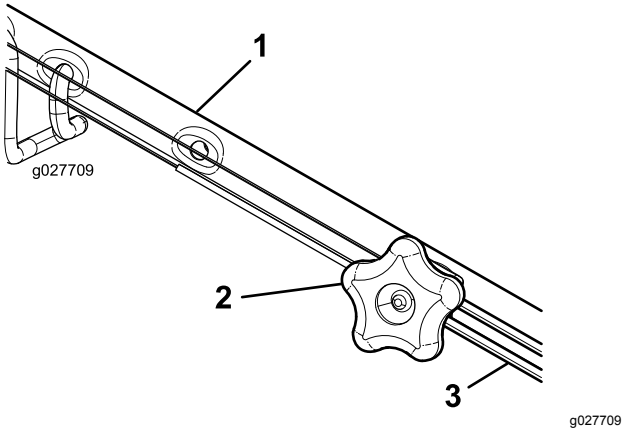

**Rysunek 42**
1. Obróć pokrętło regulacyjne w kierunku przeciwnym do ruchu wskazówek zegara, aby poluzować mocowanie linki (Rysunek 42).
2. Wyreguluj naprężenie linki (Rysunek 42) pociągając ją do tyłu lub popychając do przodu i przytrzymując w tym położeniu.